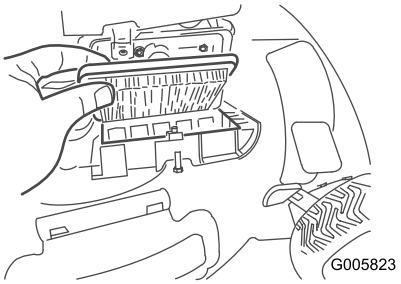

Bild 21
2. Tauschen Sie den Luftfilter aus (Bild 21).